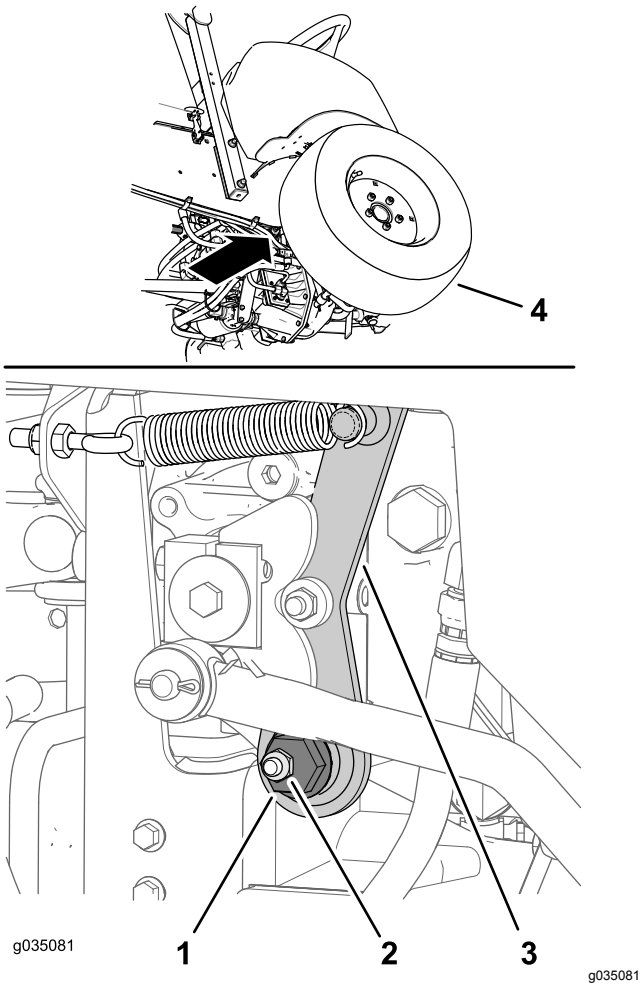

Figuur 67
1. Zoek de zeskantige excentriek, rechts van de hydraulische pomp en onder het bedieningspaneel (Figuur 67).
2. Maak de bevestigingsmoer los tot u de zeskantige excentriek (Figuur 67) kunt bewegen.
4. Draai de zeskantige excentriek linksom totdat het voorwiel naar voren begint te draaien, draai de excentrische zeskant dan rechtsom totdat het voorwiel naar achteren begint te draaien (Figuur 67).